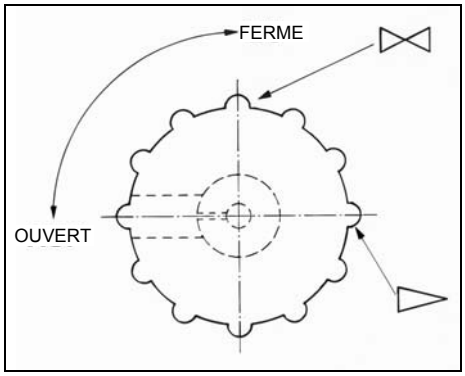

Fig. 16 : Fonction du bouton de commande du l'est d'air.
■ Fonction du bouton de commande du lest d'air suivant figure 16.